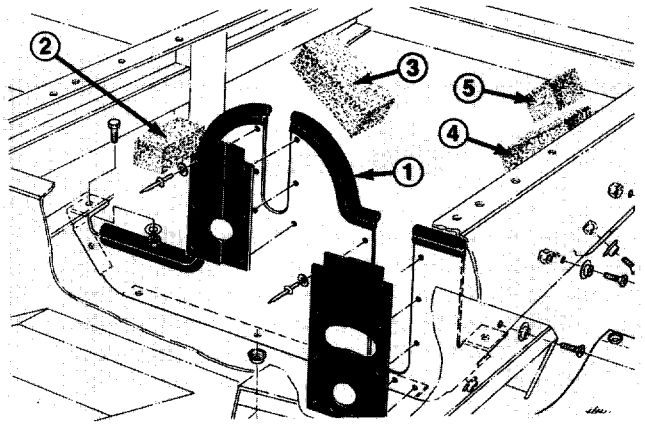
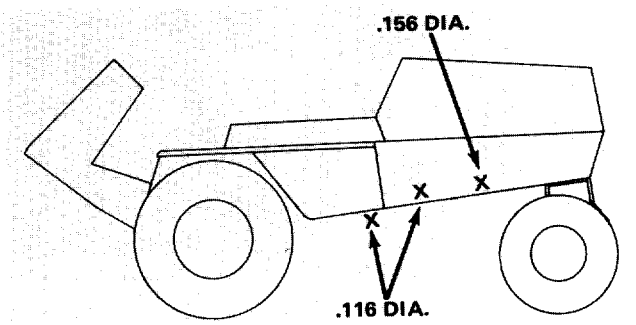

Figure 6
Figure 8
4. Install front engine shield. Tilt the bottom shield forward and lift sliding the rubber inserts over the drive shaft and PTO drive shaft. Bolt shield to channel with 3/8 - 16 x 7/8" bolts, lockwashers and nuts (Fig. 6).
8. Stretch screen up over left side of unit and locate and drill one (1) .116 dia. hole thru bottom flange of left frame channel, just forward of front engine shield (behind battery box) (Fig. 8).
9. Locate and drill one (1) .116 dia. hole thru side channel for middle snap stud (Fig. 8).
10. Locate and drill one (1) .156 dia. hole thru left side frame and engine strap for middle snap stud (Fig. 8).
11. Stretch screen across rear engine strap and locate and drill five (5) .156 dia. holes thru strap.
12. Attach four (4) snap studs in .116 dia. holes with 6-32 self tapping screws and seven (7) snap studs in .156 dia. holes with 6-32 flathead machine screws and locknuts. Snap screen into position on all sides.
13. On right side of engine, insert large rear foam piece between engine and rear engine strap (Fig. 6).
14. On left side of engine, insert large foam piece between engine oil cooler hoses and engine strap. Insert small rear foam piece between engine and oil cooler hoses (Fig. 6).
16. Slide foam engine shields between fuel tank and side channels (Fig. 6).